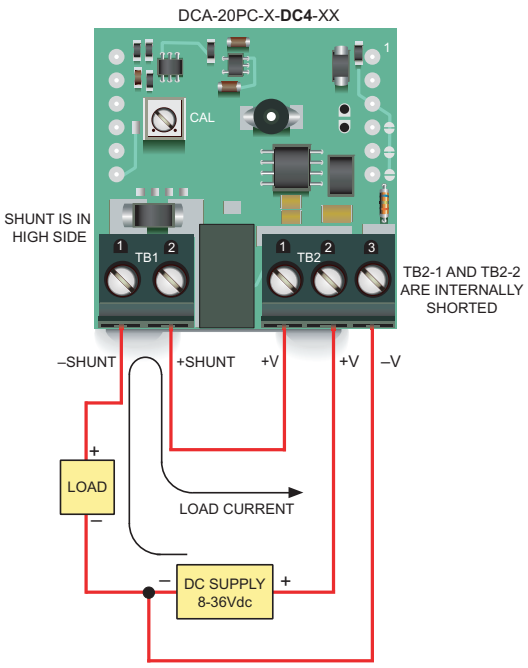
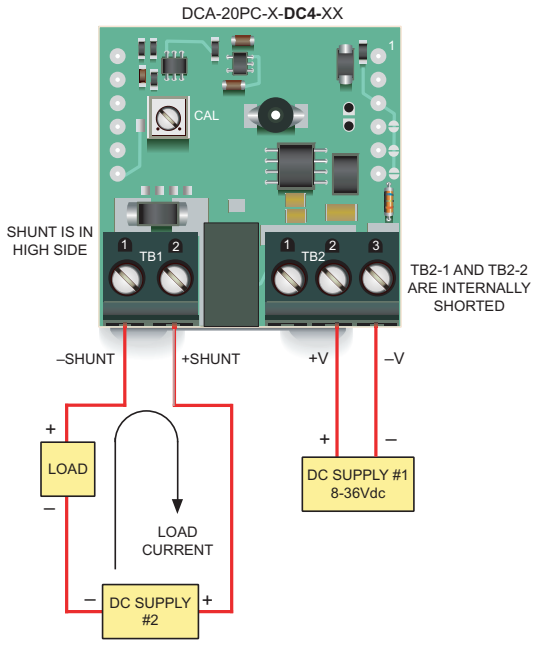

Figure 4. High-Side Shunt Connections for "-DC4" 8-36Vdc Isolated-Power Models
Figure 5. Using "-DC4" Isolated-Power Models to Maintain Isolation Between Two Power Supplies
**High-side shunts:** '-DC4' 8-36Vdc isolated-power models must be used in all applications that employ a single power supply to power both the load and the ammeter and the shunt is located in the high side (positive terminal) of the power supply. Figures 4 and 5 depict typical high-side shunt connections. As shown in Figure 5, '-DC4' isolated-power models can also be used in applications where one supply powers the ammeter and a second supply powers the load, but the two supply-grounds cannot be tied together. '-DC4' models include a built-in dc/dc converter to provide a minimum 500Vdc isolation between the shunt (TB1) and power supply (TB2) inputs.